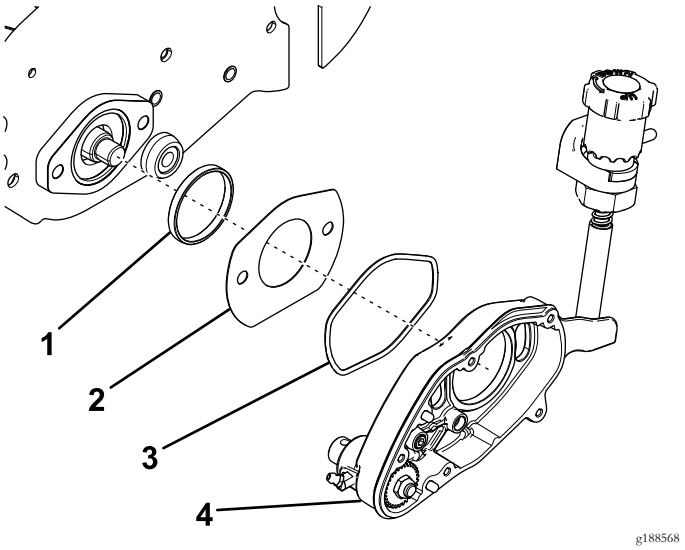

Figura 4
9. Retire a caixa do rastelo (Figura 4).
10. Retire e deite fora o anel de retenção (Figura 4).
11. Remova a cobertura da ranhura e anel adaptador (Figura 4).